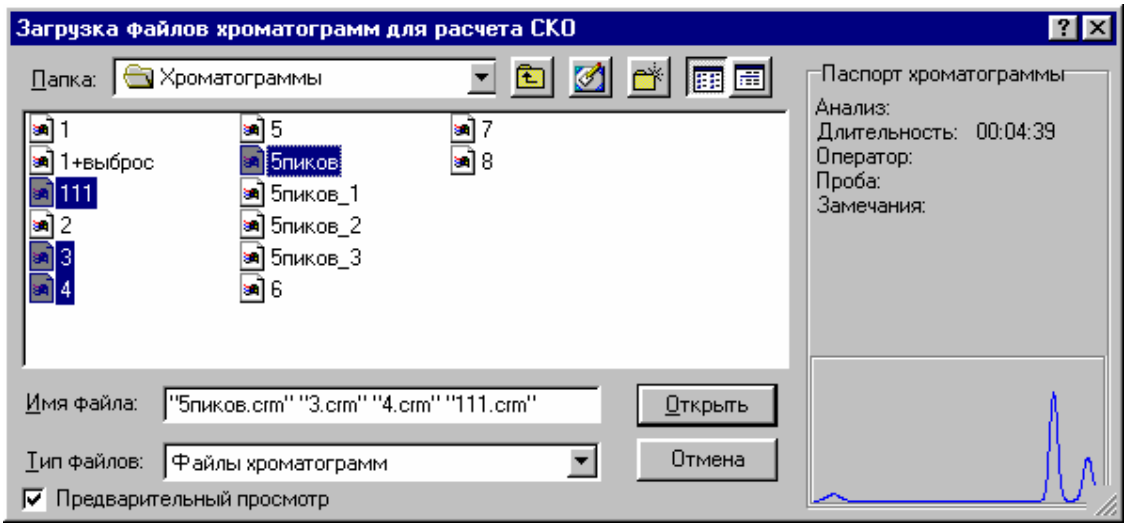

Рис.25.Загрузка файлов хроматограмм для расчета СКО
- ***Расчет СКО по группе загружаемых хроматограмм*** . Этой командой на экран выводится окно «***Загрузка файлов хроматограмм для расчета СКО***» (Рис. 25).